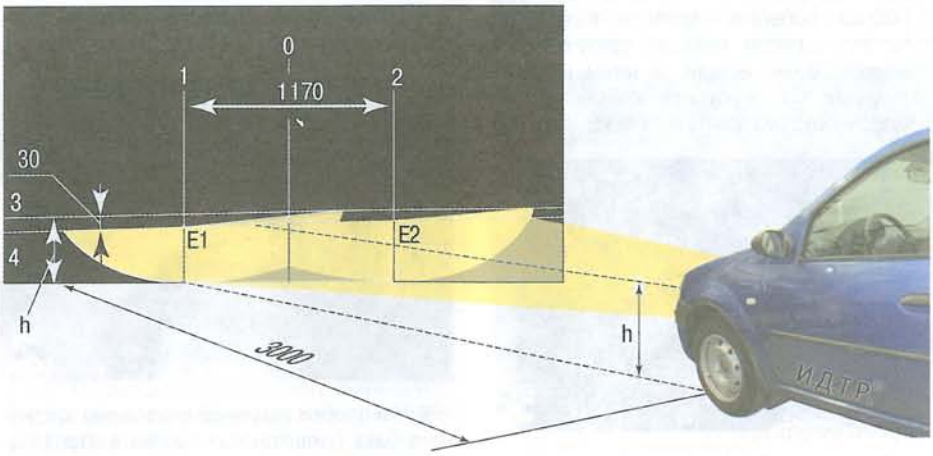

Рис. 4.3. Регулировка света фар
2. Установите автомобиль перпендикулярно гладкой стене (например, в гараже) на расстоянии 3 м. Положите на сиденье водителя дополнительный груз массой 75 кг. Разметьте на стене экран, как показано на рис. 4.3. Продольная плоскость симметрии автомобиля должна проходить по линии **0** на экране. Качните автомобиль сбоку, чтобы самоустановились пружины подвесок.
9. Фары считаются отрегулированными, когда верхние границы левых частей световых пятен совпадают с линией 4 (см. рис. 4.3), а вертикальные линии 1 и 2 проходят через точки **E1** и **E2** пересечения горизонтальных и наклонных участков световых пятен.